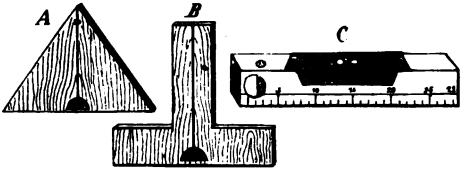
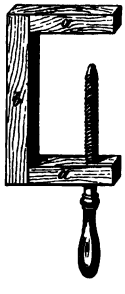

Abb. 10 *A*, *B*, *C*.
Abb. 15.
5. Die Setzwage ist entweder ein Dreieck (Abb. 10 *A*), oder hat die Gestalt wie Abb. 10 *B*. Sie dient dazu, die wagerechte Lage eines Gegenstandes zu bestimmen. Sie ist von Holz und so stark, daß sie mit der unteren Fläche senkrecht auf dem zu prüfenden Gegenstande selbständig stehen kann. Von der Spitze (Abb. 10 *A*) oder von oben in der Mitte (Abb. 10 *B*), hängt der Faden des Senkbleies an einem vertieften Strich herunter. Unten ist ein Ausschnitt, in welchem das Bleigewicht sich frei bewegen kann und dadurch die Abweichungen von der horizontalen Richtung angibt.
Zu noch feinerer Bestimmung für die wagerechte Lage eines Gegenstandes dient die Wasserwage oder Libelle. Es ist dies ein 1 Decimeter langer Glascylinder in Blechkapsel, welche in der Mitte einen Ausschnitt hat. Das Glas selbst ist mit Spiritus gefüllt, jedoch so, daß eine Luftblase übrig bleibt. Legt man nun diese Wage auf einen wagerechten Gegenstand, so muß die Luftblase an einem genau in der Mitte befindlichen Zeichen stehen. Eine Wasserwage anderer Konstruktion s. Abb. 10 *C*.
10. Die Leimzwinge (Abb. 15). Die Teile *a* sind 2 Decimeter lang, der Teil *b* weicht in seiner Länge je nach dem Bedürfnisse ab.
(Abb. 15). Die Schneidemühlen liefern Bretter von so gleichmäßiger Stärke und Glätte, daß man nur das Abziehen mit der Ziehklinge und Abreiben mit feinem Sandpapier nötig hat, um saubere Arbeiten zu ermöglichen. Beim Abziehen, welches vor oder nach dem Zuschneiden geschehen kann, wird das Brett mit der Leimzwinge flach auf die Tischplatte geschraubt und die Ziehklinge so geführt, wie bei der Besprechung derselben (Abb. 4) angegeben worden ist. Nach dem Zuschneiden (Abb. 5 *E*), bei welchem etwas Holz zugegeben worden ist, wird die genaue Größe auf dem Brettstück vorgezeichnet. Es sind nun noch die Kanten zu hobeln, und dies geschieht am leichtesten mit dem Hobel an der Stoßlade. Dieselbe hat die Gestalt wie Abb. 16 und wird mit ihren schmalen Seiten zwischen die Bankeisen der Hobelbank gespannt. Bei dem Hobeln der Kanten wird das Brett auf die Fläche der Stoßlade gelegt, an dem Klötzchen vorn angestemmt und der Hobel auf der vorstehenden, aber niedriger gelegenen Leiste hingeführt. Daß hierbei der Hobel nicht wie gewöhnlich, sondern auf die rechte Seite gelegt, geführt wird (s. Abb. 10 *B* der Laubsägearbeiten) versteht sich von selbst. Da wir jedoch vom Gebrauch der Hobelbank ganz absehen wollen, so empfehlen wir folgende Form der Stoßlade.